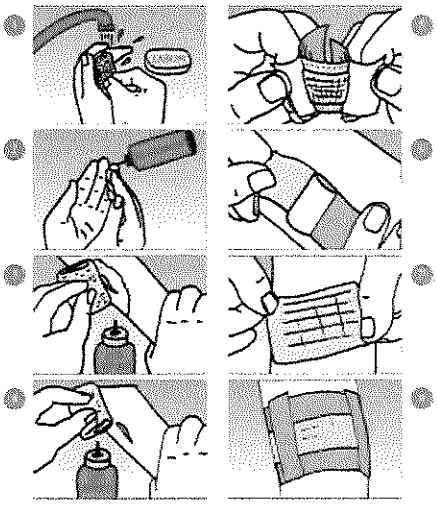

Fig. 6
- Colocar apósito o vendaje compresivo **(Fig.6).**